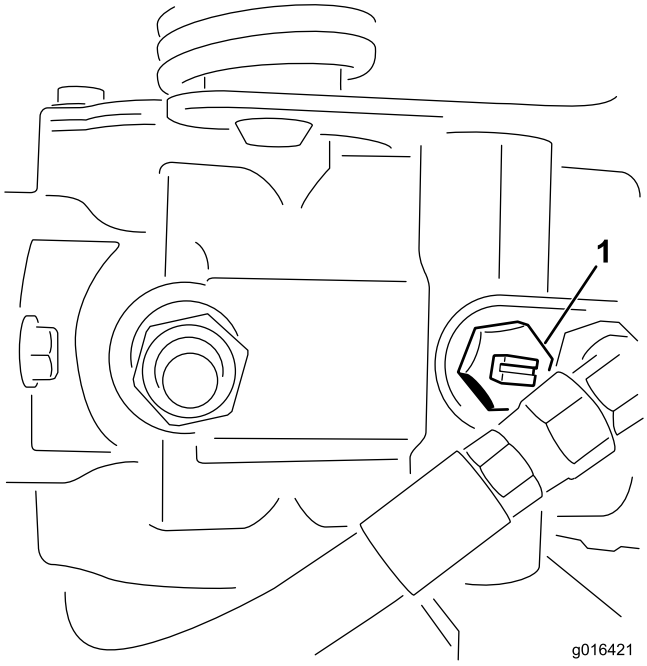

Figur 32
1. Lokalisera överströmningsventilen på pumpen och vrid den så att skåran är lodrät (Figur 32).
2. Stäng överströmningsventilen genom att vrida den så att skåran är vågrät (Figur 32) innan du startar motorn.